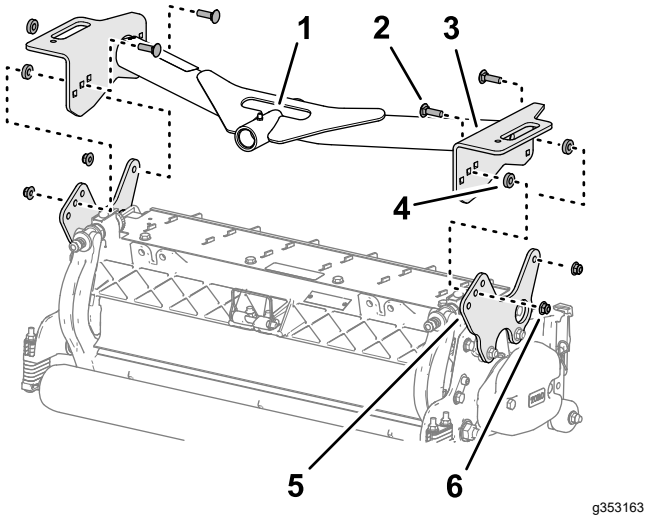

Figur 19
1. Ret hullerne i pladerne på den forreste bæreramme ind efter hullerne i klippeenhedens monteringsplader (Figur 19).
2. Placer en afstandsbøsning ind mellem bærepladen og monteringspladen (Figur 19), og monter pladerne og afstandsbøsningen løst med en bræddebolt (⅜" x 1¼") og flangelåsemøtrik (⅜").